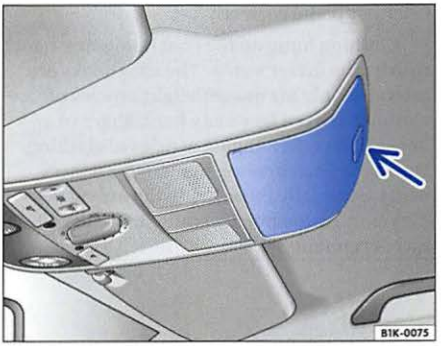

Fig. 62 Case for eyeglasses in roof
– Press the release button ⇒ fig. 62 -arrow- to open. The cover opens automatically.